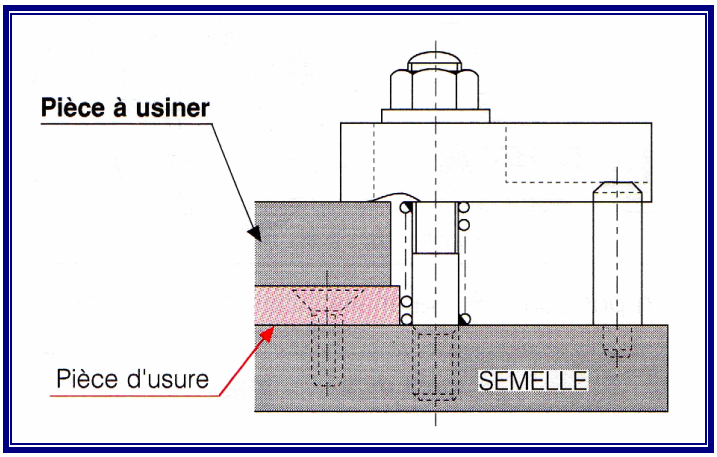

Figure 7. Pièce d'usure interposée entre la pièce à usiner et la semelle du porte-pièce
- les éléments de mise en position qui sont en contact avec la pièce, ils sont dits « pièces d'usure » de dureté suffisante (fig. 7),